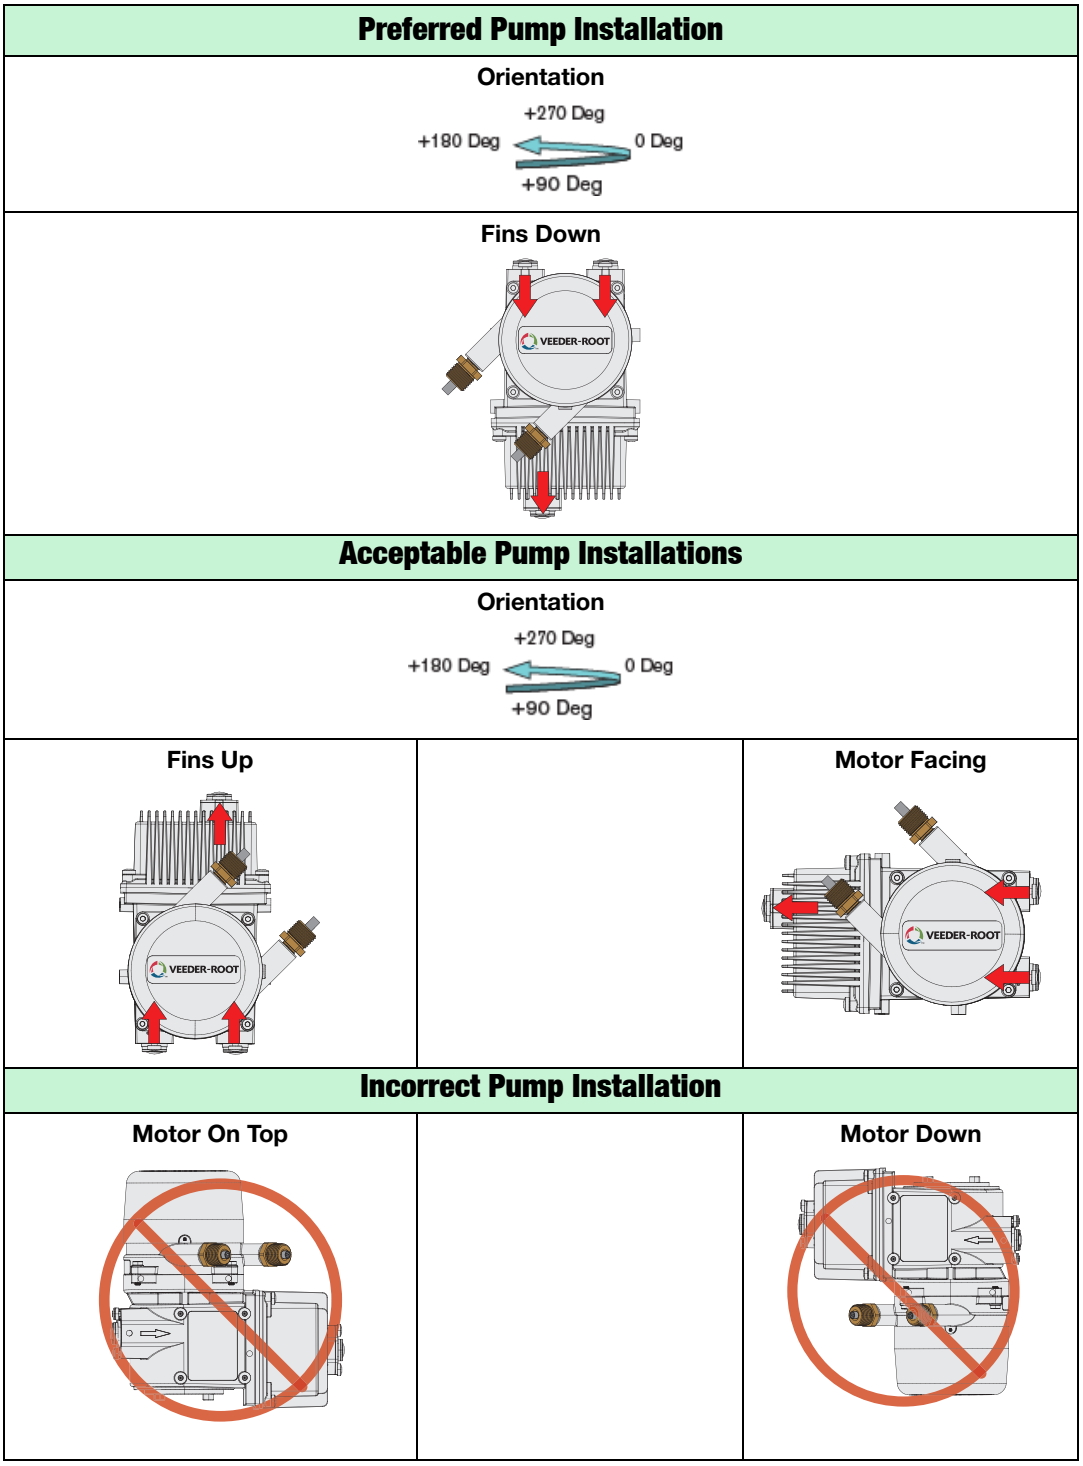

Figure 8. VaporTEK Pump Installation Orientations
3. Ensure correct orientation of the pump, suction ports and discharge ports prior to installing in the dispenser. See Figure 8 for allowable VaporTEK Pump orientations (red arrows indicate direction of flow). Also ensure the electrical cables of the VaporTEK Pump's location will reach the VaporTEK Controller installed in the electronic cabinet of the dispenser (Unclassified Area).